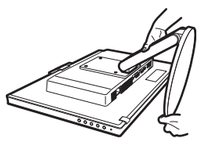

**Figure S.4**
6. Remove the stand (**Figure S.4**).